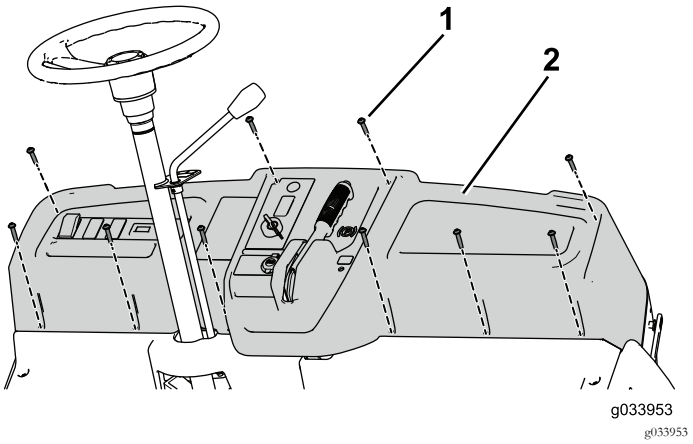

Рисунок 61
3. Выверните 10 винтов (1/4 x 1-1/4 дюйма), чтобы частично снять приборную панель, и отсоедините стояночный тормоз (Рисунок 61).